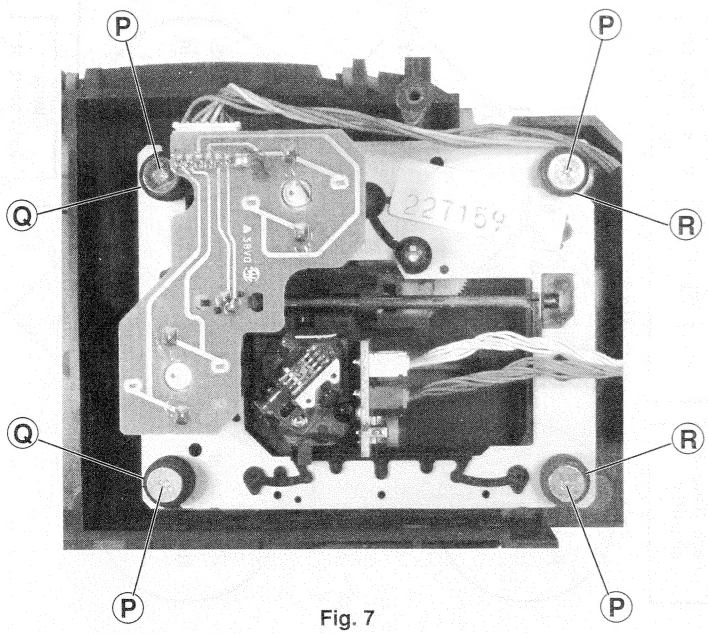

Fig. 7
- 4 Schrauben Ⓟ herausdrehen (Fig. 7).
Achten Sie dabei auf die Puffer (Fig. 7) Ⓠ (schwarz) und Ⓡ (blau). Diese Puffer haben einen unterschiedlichen Auflagedruck (schwarz = stärker, blau = schwächer).
- Undo 4 screws Ⓟ (Fig. 7).
Take care of the buffers Ⓠ (black) and Ⓡ (blue) Fig. 7. The buffer pressure is different (black = stronger, blue = weaker).